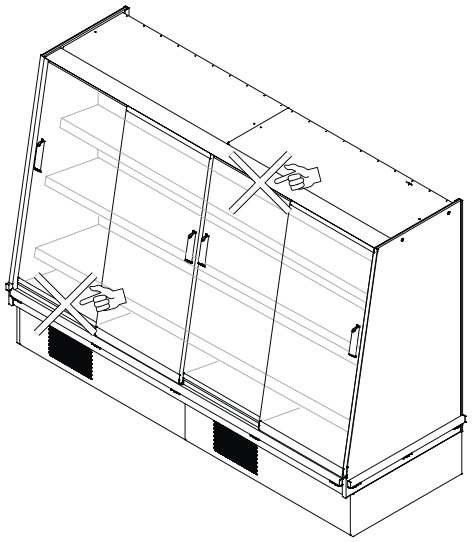

Fig. 14
- The goods do not obstruct the correct flow of refrigerated air ("Fig. 14")